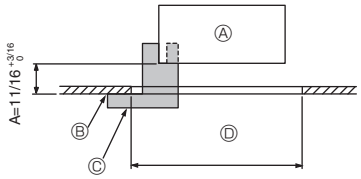

Fig. 9-2
①	Dimensiones de la rejilla	1	950 × 950 (mm), 37-3/8 × 37-3/8 (pulgadas)
②	Calibre de instalación	1	(Dividido en 4 partes)
③	Tornillo (4 × 16)	1	para **TPLA0A.1EA80∗**
④	Panel angular del i-see sensor	1	para **TPLA0A.1EA80∗**
9.2. Preparación para conectar la rejilla (Fig. 9-2)
- Con el calibre ② que se entrega con este equipo, ajuste y compruebe la posición de la unidad principal en relación con la superficie del techo. Si la unidad principal no está colocada en el techo de forma adecuada, podrían producirse escapes de aire o generarse condensación.